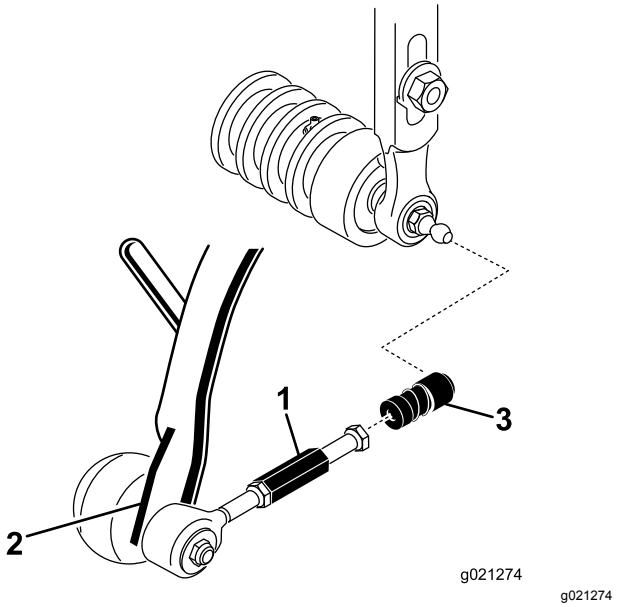

**Rysunek 10**
3. Wysuń w tył tuleję każdej panewki przegubu kulowego i nasuń panewkę na kołek kulowy jednostki tnącej (Rysunek 10).